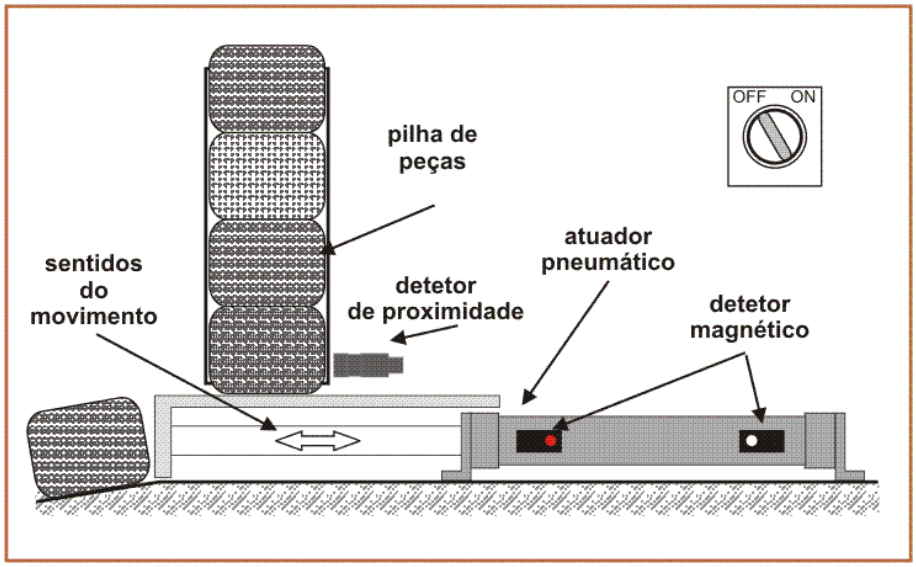

**Fig. 3 – Mecanismo para movimentação de peças**
**2.** Uma outra aplicação que já foi analisada no trabalho prático P3 consiste na movimentação de peças de uma posição para outra (por exemplo, para realizar uma operação de separação de peças por côr, tamanho ou uma outra qualquer característica). Após terminado o movimento pretendido, pretende-se que o atuador recue automaticamente para a posição inicial, de forma a que uma nova peça possa ser movida. A fig.3 apresenta um destes mecanismos.